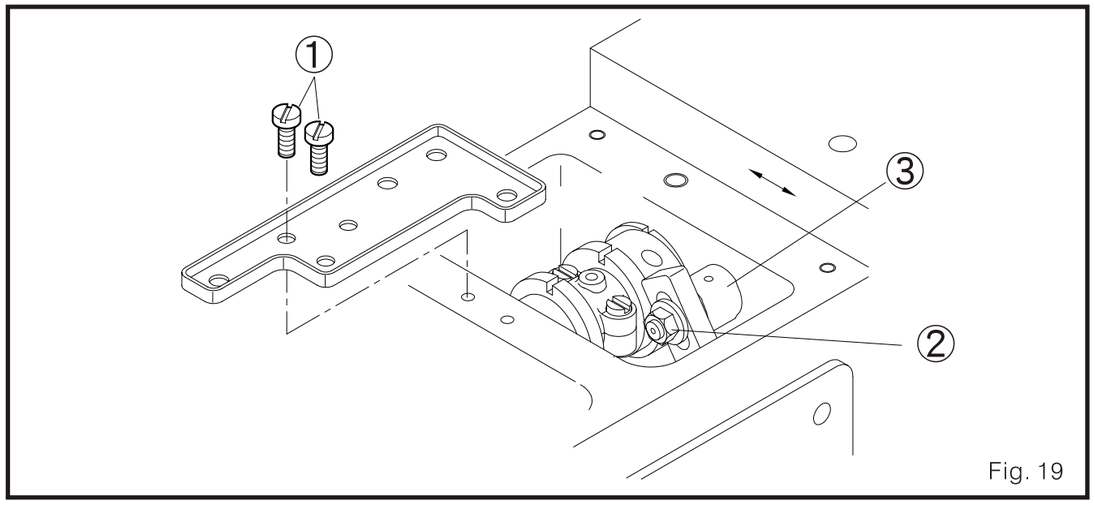

Fig. 19
2. Mueva la tapa superior y tonillos 1. (Fig. 19)